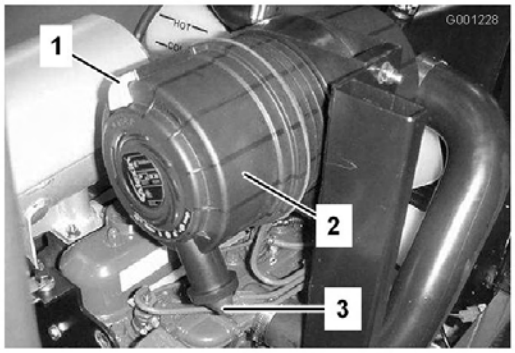

Figur 46
1. Træk låsen udad, og drej luftfilterdækslet mod uret (Figur 46).
2. Fjern dækslet fra luftfilterets hovedelement (Figur 46).
8. Monter dækslet således, at gummiudløbsventilen vender nedad – i en position mellem ca. klokken 5 og klokken 7 set fra enden (Figur 46).